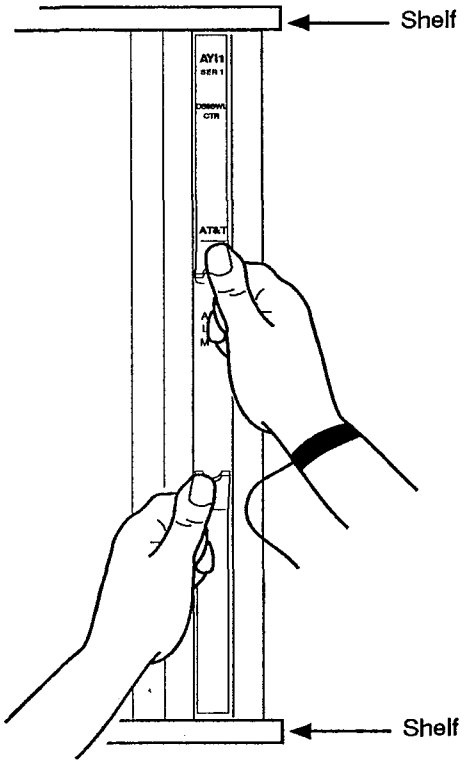

Figure 3-10. Installing DS3SWL CTR Circuit Packs—Step 5
5. Place one hand on each of the latches and simultaneously close the latches so the hooked end of each latch engages the shelf; see Figure 3-10.